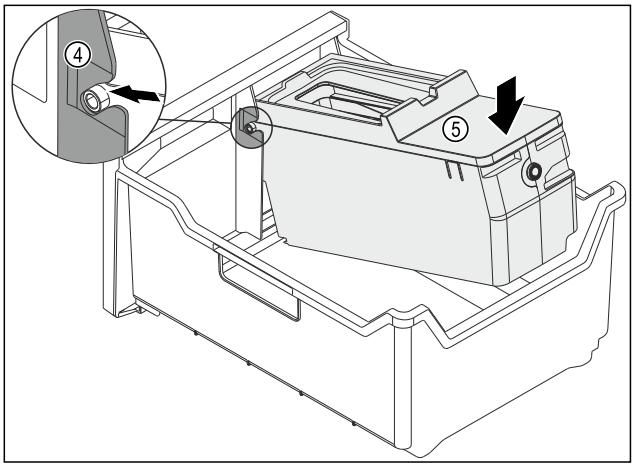

Fig. 145
▶ Montáž korpusu EasyTwist-Ice: Osy korpusu EasyTwist-Ice zasuňte do vedení *Fig. 145 (4)*.
▶ Stlačte korpus EasyTwist-Ice *Fig. 145 (5)* vzadu dolů.